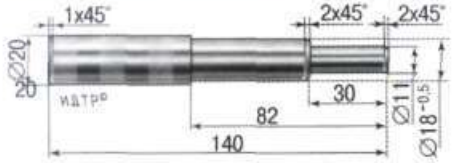

Рис. 6.2. Оправка для центрирования ведомого диска сцепления
Для центрирования сцепления изготовьте оправку по рис. 6.2.
4. При установке сцепления сначала установите с помощью оправки (см. рис. 6.2) ведомый диск, затем кожух нажимного диска и вверните болты крепления кожуха к маховику. Болты вворачивайте равномерно: по одному обороту ключа каждый, переходя от болта к болту по диаметру. Момент затяжки болтов 15 Н·м.